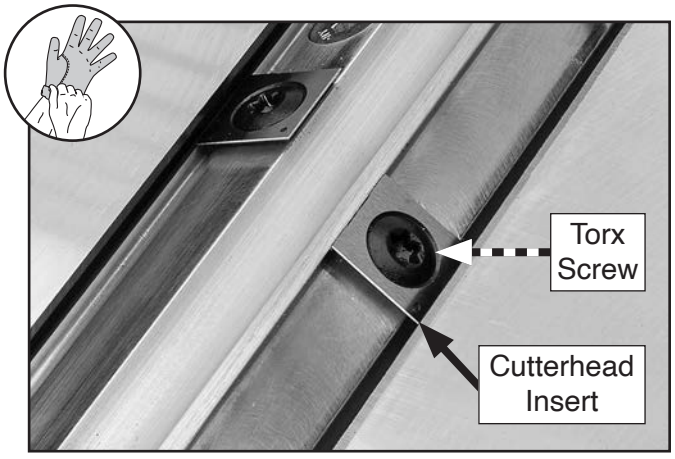

Figure 36. Cutterhead insert and Torx screw.
6. Remove cutterhead Torx screw and insert (see **Figure 36**), then carefully clean away all dust and debris from insert and insert surface on cutterhead.